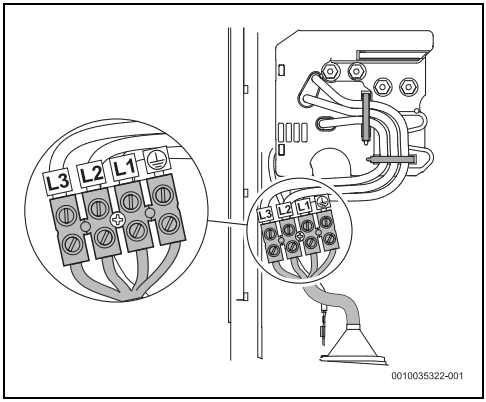

Rys. 43 Podłączenie od dołu
- Podłączenie od dołu (rys. 43)